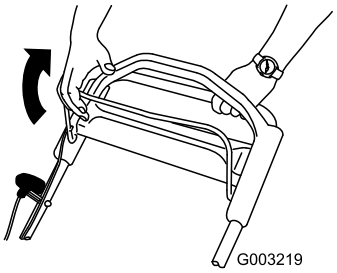

Figuur 17
2. Houd de bedieningsstang van het maaimes tegen de handgreep (Figuur 17).